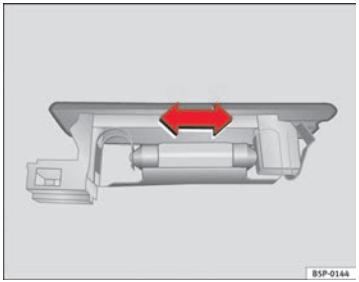

Fig. 149 Luz maletero
– Presione la lámpara lateralmente y extráigala del alojamiento ⇒ fig. 149. ■